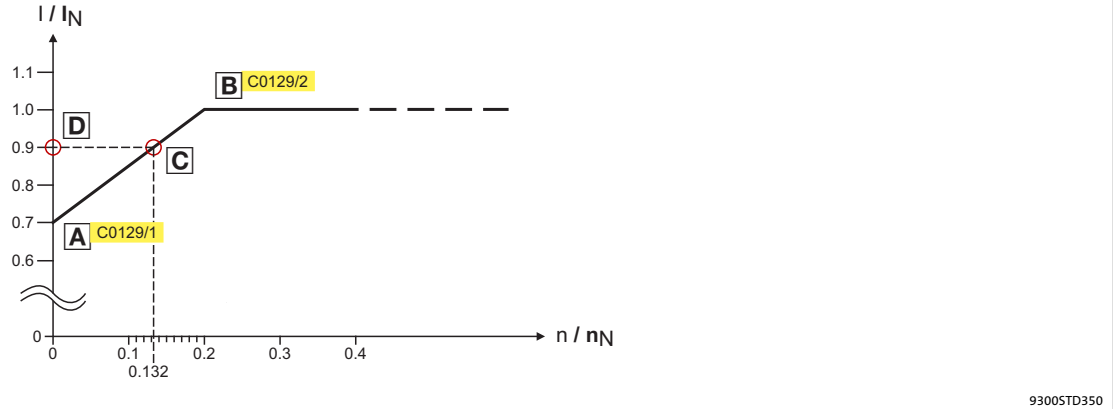

Abb. 2-2 Betriebspunkt im Bereich der Kennlinienabsenkung
Die abgesenkte Drehzahl-/Drehmomentkennlinie (Abb. 2-2) reduziert die zulässige thermische Belastung eigenbelüfteter Normmotoren. Die Kennlinie ist eine Gerade zu deren Definition zwei Punkte notwendig sind:
In Abb. 2-2 kann für jeden Betriebspunkt (C) auf der Kennlinie (A ... B) die Motordrehzahl und der entsprechende zulässige Motorstrom bzw. das Motordrehmoment (D) abgelesen werden. D kann auch mit den Werten in **C0129/1** und **C0129/2** berechnet werden (Bewertungskoeffizient "y", 📖 16).